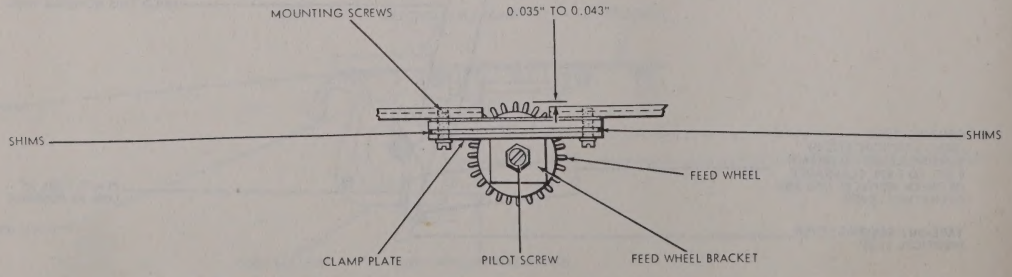

Figure 7-95. Feed Wheel
(26) FEED WHEEL. *(See figure 7-95.)*
(*c*) The tape feed wheel should be positioned so that, when a piece of perforated tape (with the perforations properly centered) is engaged by the feed wheel, there is an equal amount of clearance between the sides of the tape guide slot and the edges of the tape. To adjust, position the tape feed wheel by means of the pilot screws (see figures 7-95 and 7-98). After positioning the tape feed wheel, there should be some end play but not more than 0.002 inch. Recheck feed pin adjustment.